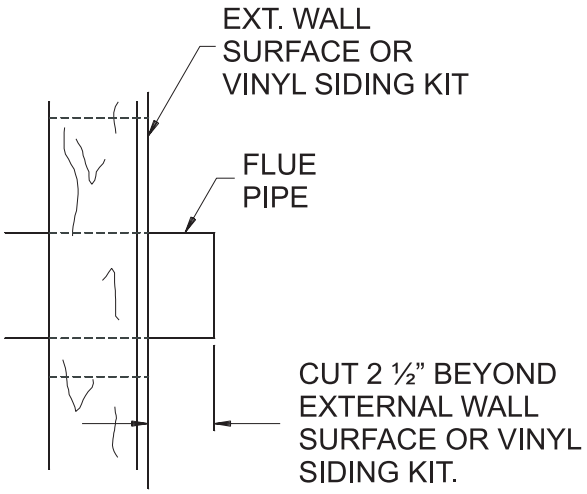

Figure 61
8. Attach the 4" (102 mm) diameter flue outlet tube onto the rigid venting system or directly to fireplace. Ensure the 4" (102 mm) diameter flue outlet tube is placed as far as possible onto the rigid venting system. Mark the 4" (102 mm) diameter flue outlet tube 2 1/2" (64 mm) beyond the vinyl siding kit or wall. S**ee Figure 61.** Remove the 4" (102 mm) diameter flue outlet tube from rigid venting system. When installing directly to fireplace, tape gasket needs to be used.